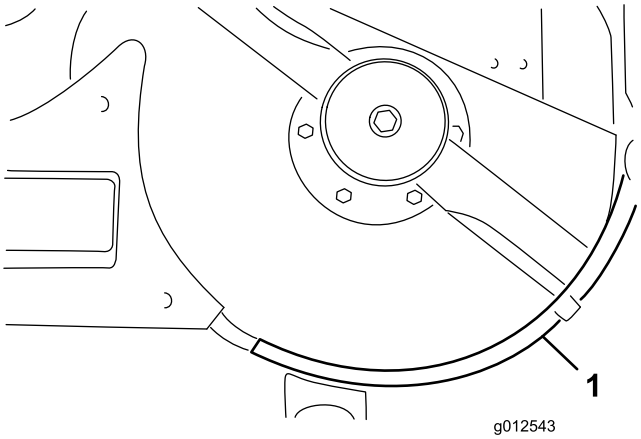

Bild 15
10. Befestigen Sie die linke Schutzvorrichtung mit zwei Schrauben (1/4-20" x 1"), einer Schraube (1/4-20" x 3/4") und drei Sicherungsmuttern am Mähwerk (Bild 15). Die Schraubenköpfe müssen an der Innenseite des Mähwerks sein.